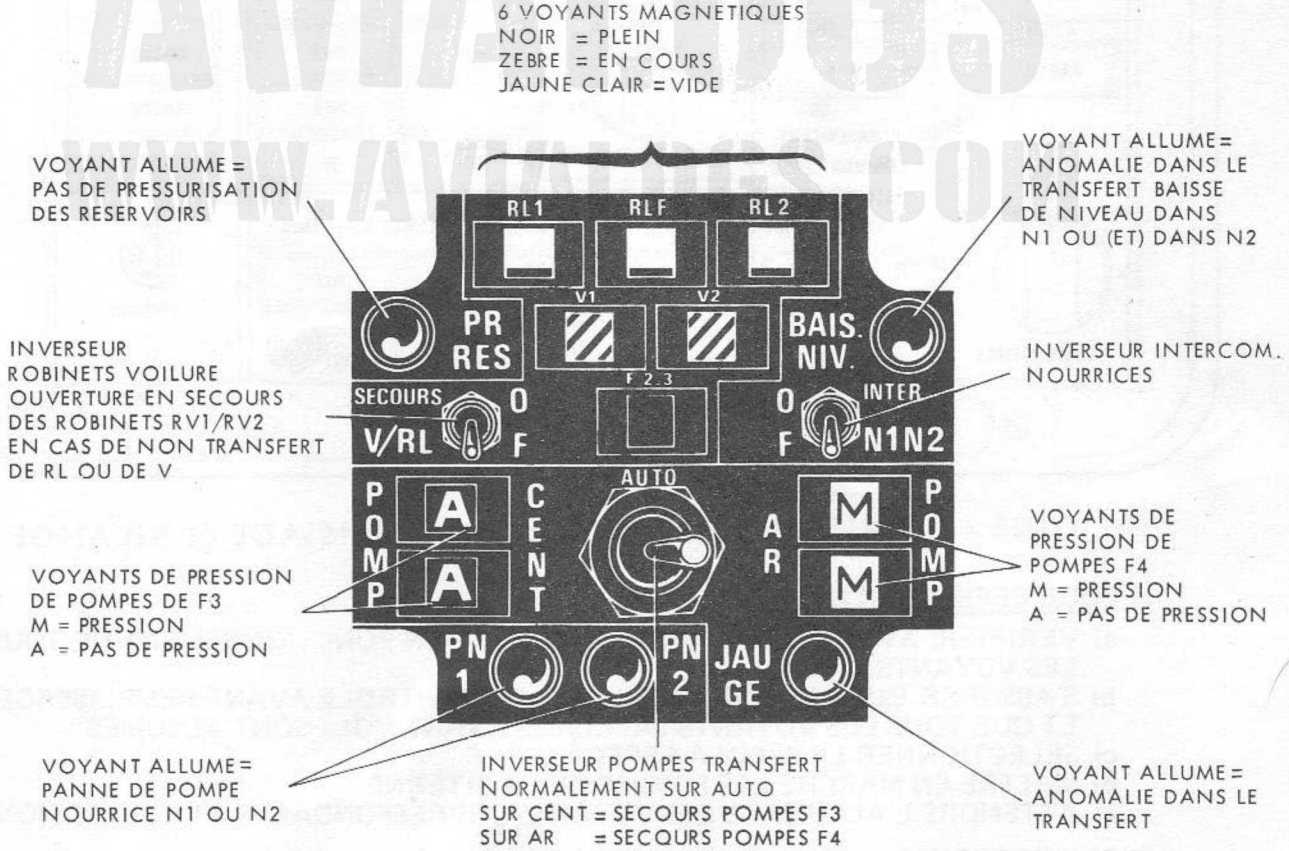

FIGURE 3 - TABLEAU CARBURANT
Le déroulement du transfert est suivi sur le tableau du carburant (Fig. 3) et sur le jaugeur.
3.2.3.3 - Tableau carburant (Fig. 3)